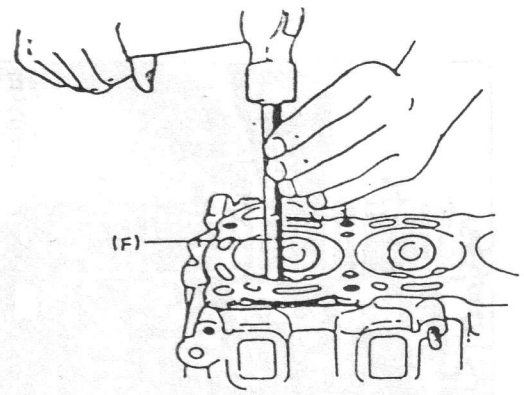

Fig. 3-4-29
c) Utilizando la herramienta especial (F), extraiga la guía de válvula desde el lado de la cámara de combustión hacia el lado del resorte de válvula (Fig. 3-4-29).